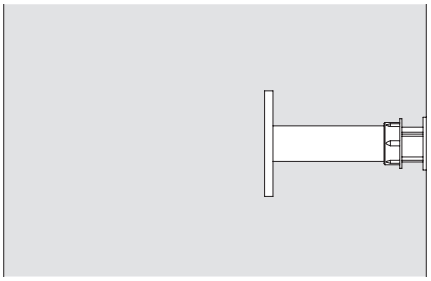

Abb. A2.04c
- Ankerhülse M24 (Abb. A2.04c)